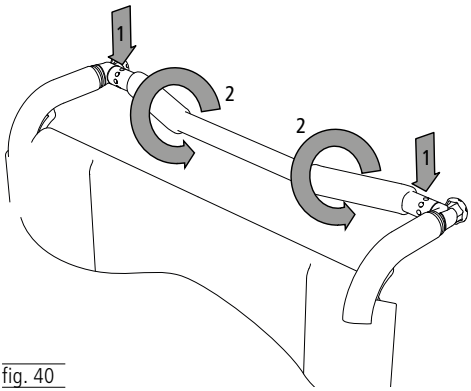

fig. 40
1. Allentare le due viti a brugola (destra / sinistra) (1, fig. 40) ed estrarle completamente.
2. Portare la barra di spinta nella posizione più comoda per l'utilizzatore (2, fig. 40). Quindi, serrare nuovamente le connessioni a vite.